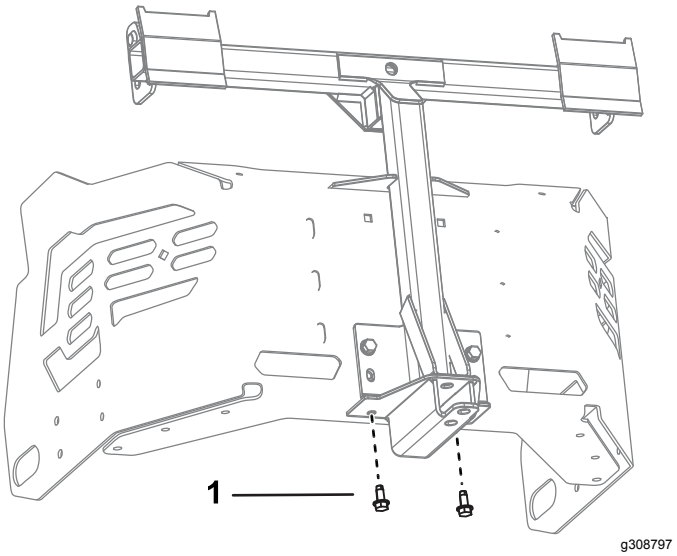

Bild 16
3. Entfernen Sie die vorhandenen zwei Blechschrauben von der Unterseite des Maschinenrahmens (Bild 16).
5. Positionieren Sie den Drehrahmen nach oben und befestigen Sie ihn mit zwei Blechschrauben (5/16" x ¾") an der Unterseite des Maschinenrahmens, wie in Bild 16 abgebildet.